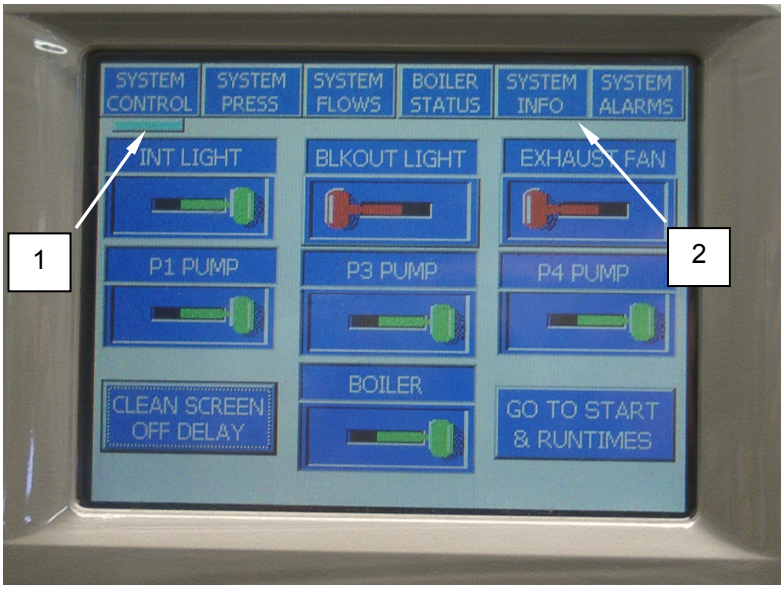

Figure 20. Selecting the System Info Display.
1. When the PLC is powered up, the System Control display **(Figure 20, Item 1)** is presented. If a SYSTEM INFO function is desired, touch the SYSTEM INFO tab **(Figure 20, Item 2)** to access the screen. An indicator bar or highlight will indicate that the SYSTEM INFO screen is presented.